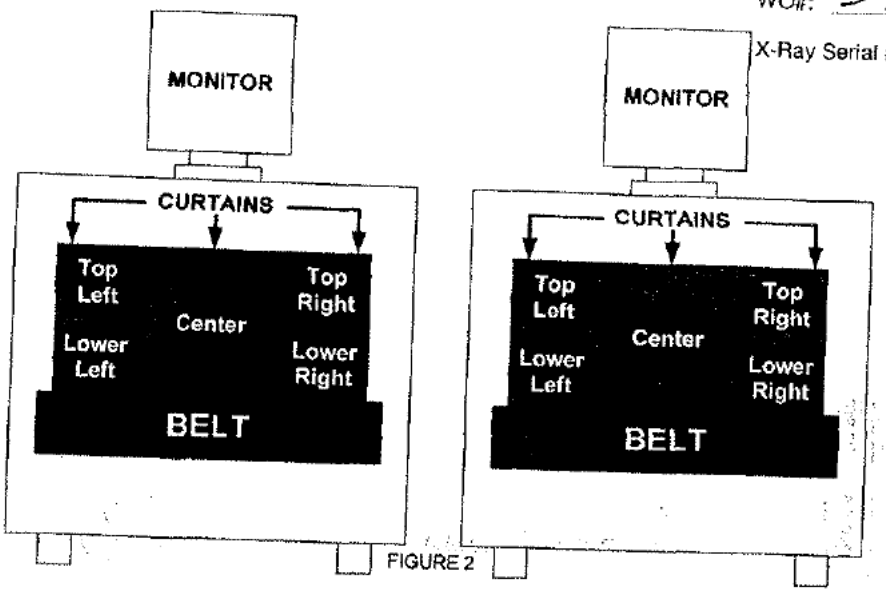

FIGURE 2
3. While holding the meter **5** centimeters (about 2 inches) from the surface, take readings in the area of the circles shown (Figure 2 above) on **BOTH** sides (ENTRANCE and EXIT) of the X-ray machine (total of **10** readings):